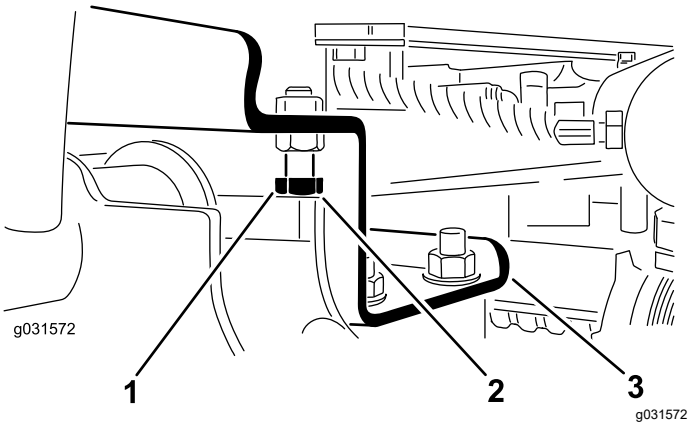

Figura 13
A. Solte os parafusos de bloqueio (Figura 13).
2. Certifique-se de que a folga entre cada braço de elevação e pino de bloqueio é de 0,13 a 1,02 mm, conforme se mostra na Figura 13.